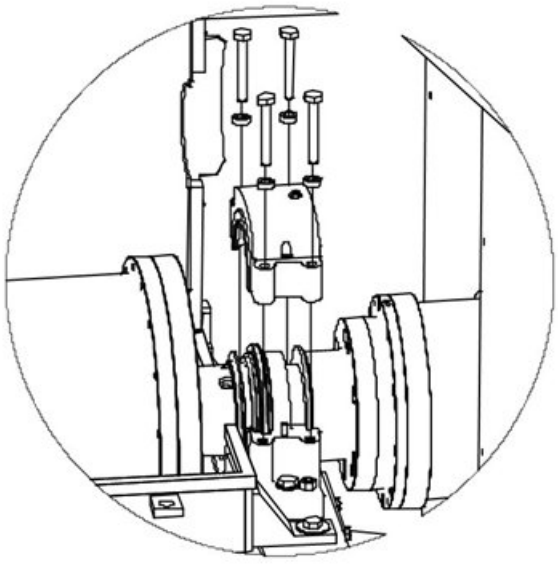

Рисунок 6-11 Снятие болтов с крышки подшипника
3. Снять болты с крышки корпуса подшипников на обоих концах вращающегося узла, см. Рисунок 6-11.